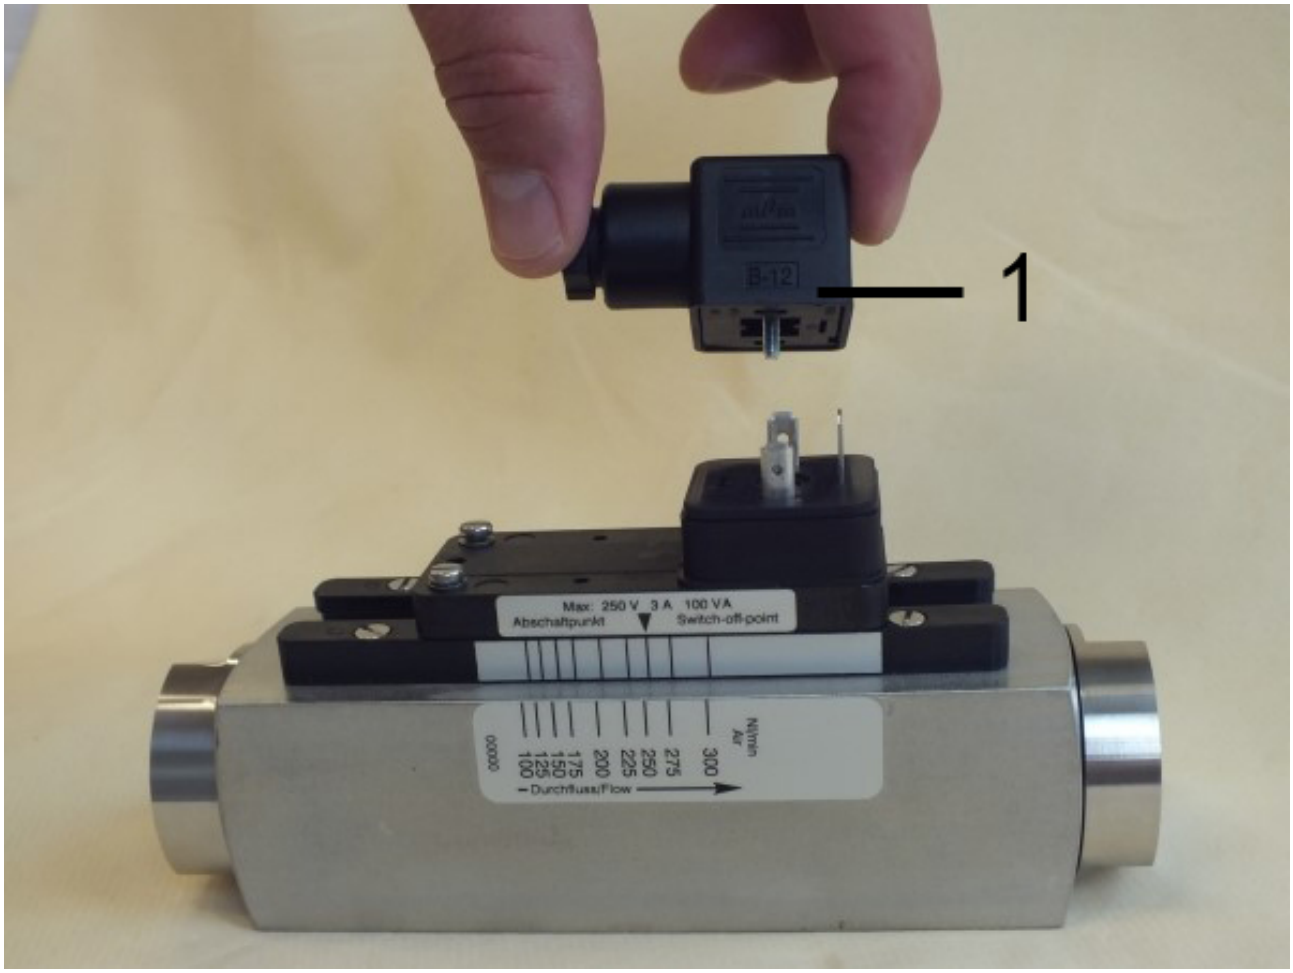

Fig. 66: Remove female socket
2. Remove the female socket and gasket (*Fig. 66*/1) by pulling upwards.